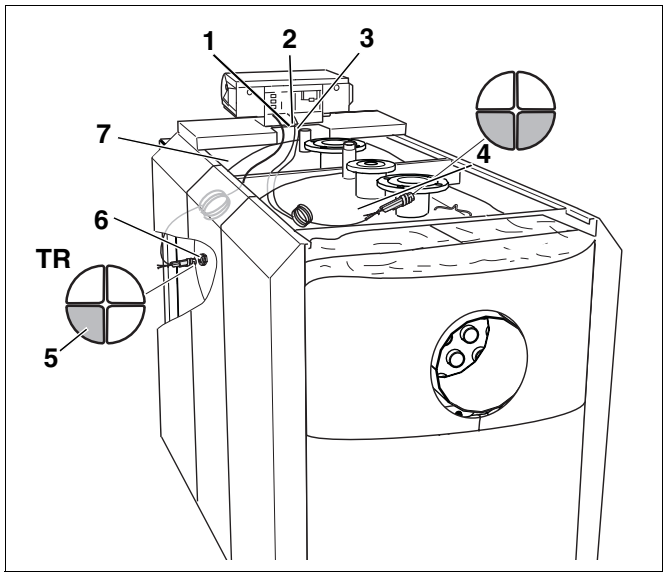

Fig. 37 Montaggio del pacchetto delle sonde di temperatura sulla SE735
- Condurre la sonda dell'apparecchio di regolazione e il capillare del limitatore della temperatura di sicurezza (fig. 37, **pos. 3**) con due spessori segmentali sotto la traversa centrale e innestarla nel punto di misurazione della mandata caldaia (fig. 37, **pos. 4**).
- Posare la sonda del termostato di regolazione (fig. 37, **pos. 5**) lateralmente sul corpo caldaia in corrispondenza del punto di misurazione (fig. 37, **pos. 6**). A tale scopo utilizzare 3 spessori segmentali. Il termostato è contrassegnato dalla sigla "TR".
- Arrotolare la lunghezza eccedente dei cavi, dei capillari e delle sonde e posarle sull'isolamento termico del blocco caldaia (fig. 37, **pos. 2**).
- Condurre il cavo del bruciatore attraverso il passaggio cavi della copertura caldaia anteriore (fig. 37, **pos. 2**).
- Innestare i capillari del limitatore della temperatura di sicurezza (fig. 37, **pos. 1**), la sonda di temperatura dell'apparecchio di regolazione e la sonda aggiuntiva del modulo aggiuntivo ZM 427 con uno spessore segmentale nel punto di misurazione della mandata caldaia (fig. 37, **pos. 4**).
- Condurre la sonda del termostato di regolazione (fig. 37, **pos. 5**) nel punto di misurazione laterale del blocco caldaia (fig. 37, **pos. 6**).